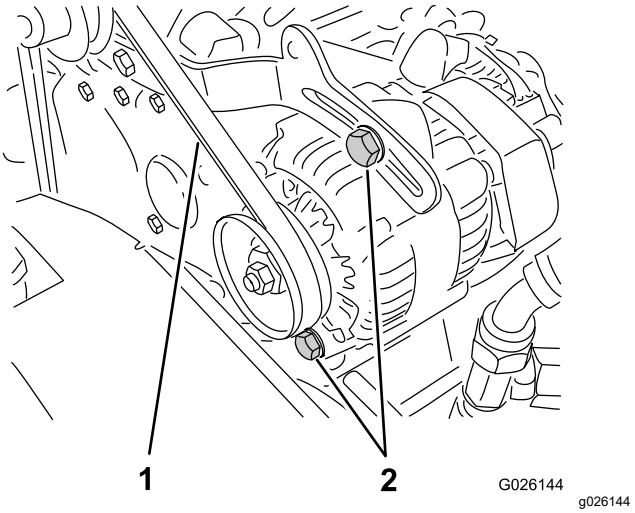

Figur 67
2. Kontroller spenningen ved å trykke ned remmen midt mellom veivakselens og generatorens remskiver med en kraft på 10 kg (Figur 67).
A. Løsne generatorens to monteringsbolter (Figur 67).
B. Bruk en stang og vri generatoren til du oppnår passelig spenning på remmen, og stram deretter monteringsboltene (Figur 67).